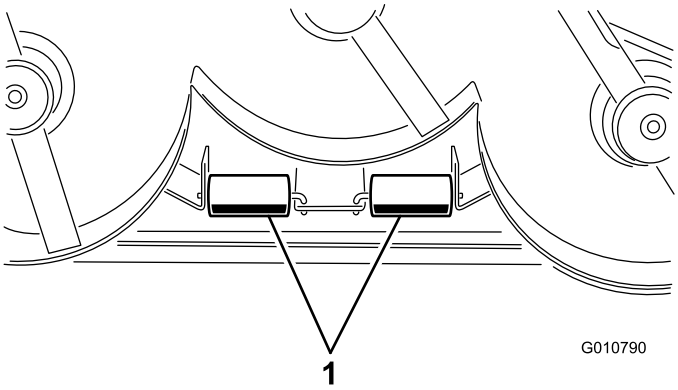

Figure 12
1. Retirez les goupilles fendues qui fixent les axes de galets aux supports sur le dessous du plateau de coupe (Figure 12).